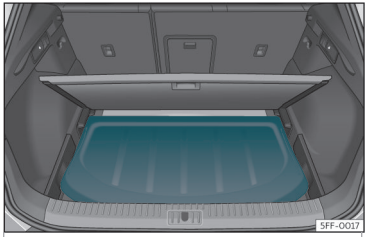

Fig. 108 In the luggage compartment: fitting the rear shelf.
• Place the rear shelf in the corresponding housing>>> **Fig. 108** .